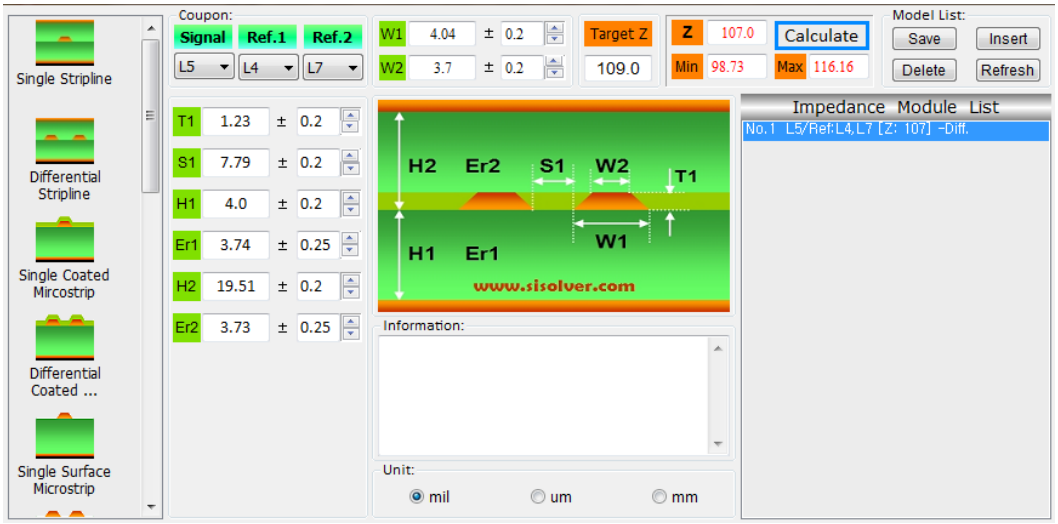

Figure 13: Impedance Model simulation
- **Impedance Model simulation**, refer to **Figure 13**